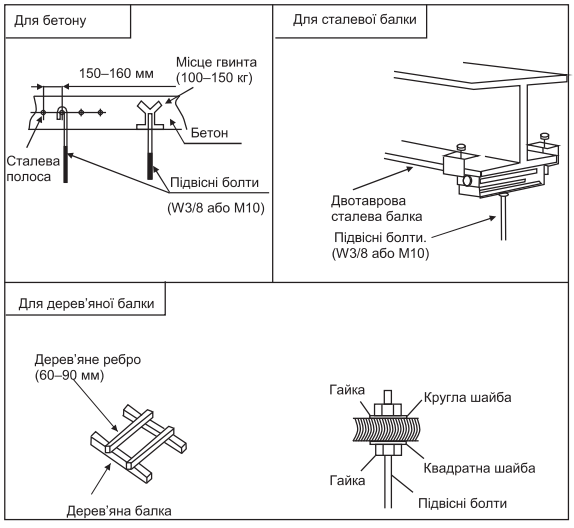

Рис. 3.2.1. Кріплення підвісних болтів
(1) Добре обміркуйте напрямок виходу трубок, проводки та доступу для обслуговування, а також виберіть правильний напрямок і місце встановлення.
(2) Установіть підвісні болти, як показано на рис. 3.2.1 нижче.